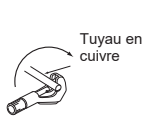

Fig. 1
1) Coupez correctement le tuyau en cuivre avec un coupe-tuyaux. (Fig. 1, 2)